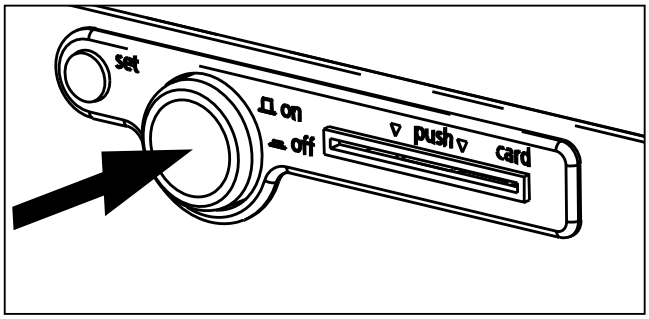

Fig. 20
- ► Switching off: press the main switch so that it retracts back into the appliance (Fig. 20).